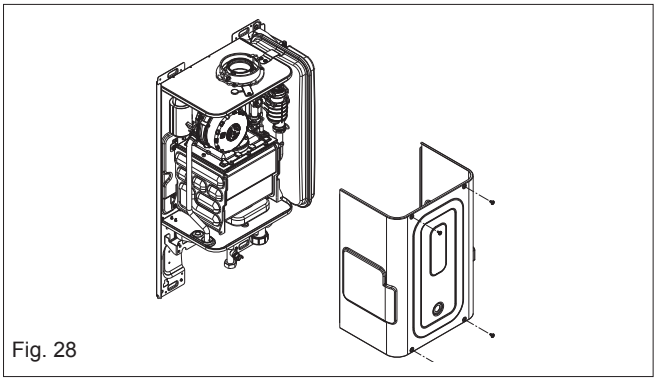

Fig. 28
6.4.1 AIR BOX FRONT COVER REMOVAL (fig. 28)